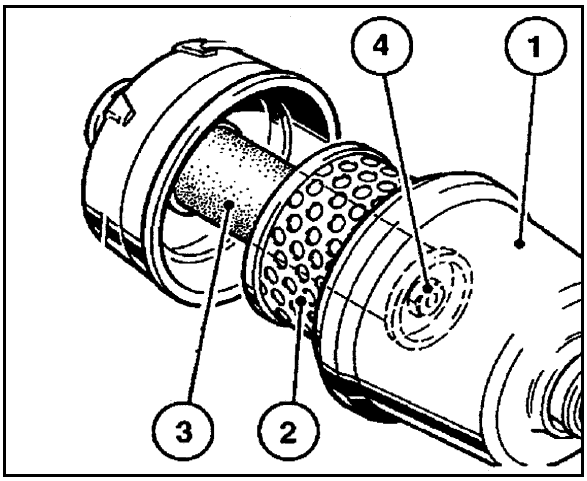

Rys. 145
1. Odkręcić nakrętkę motylkową pokrywy filtra (Rys. 145/1).
2. Zdjąć pokrywę filtra i wysunąć zewnętrzny element filtra (Rys. 145/2).
6. Co roku wymieniać wewnętrzny element filtra (Rys. 145/3) (nigdy nie czyścić).
- Odkręcić nakrętkę sześciokątną (Rys. 145/4) i wyjąć wewnętrzny element filtra.